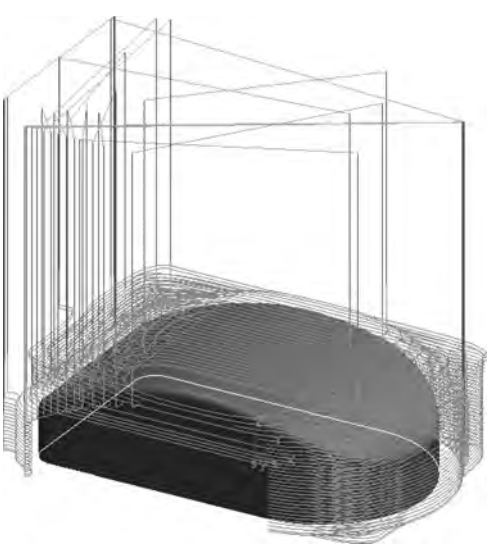

图 5-161 等高线粗加工轨迹生成
⑧ 单击“确定”按钮，系统开始计算并生成等高线粗加工轨迹，如图 5-161 所示。